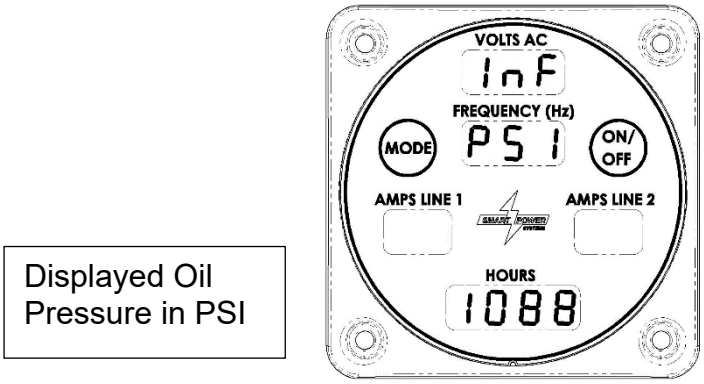

Figure 19 – System Inlet Pressure Display
b. Inlet pressure to the generator will be displayed next to the hours field by pressing the Mode switch a second time as seen in Figure 19.